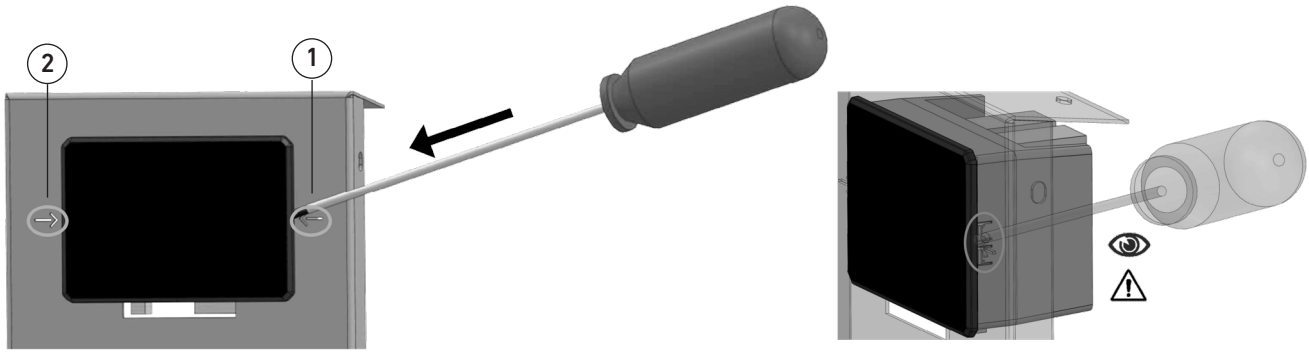

fig. 20
- Insert the tip of a flat head screwdriver between the support plate and the control unit frame at the points indicated by the arrows on the sides of the control unit (fig. 20 part. 1-2);